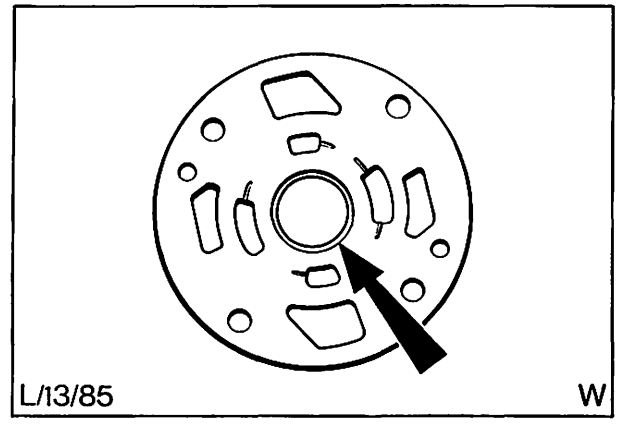

Abb. 72 Nut für Sprengring im Deckel
19. Deckel aufsetzen, mit der Nut für den Sprengring zum Walzenträger, Abb. 72. Der Deckel kann aufgrund seiner Form nicht verkehrt aufgesetzt werden.